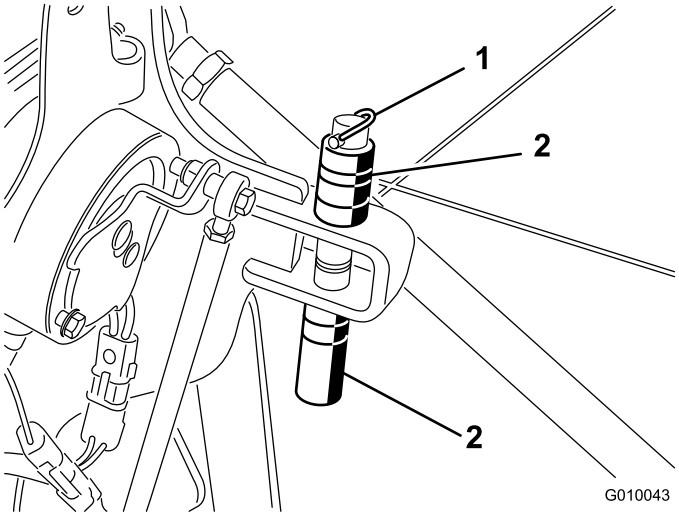

Figur 28
1. Ta bort hjulsprinten som fäster distansbrickorna och djuppinnarna (Figur 28).